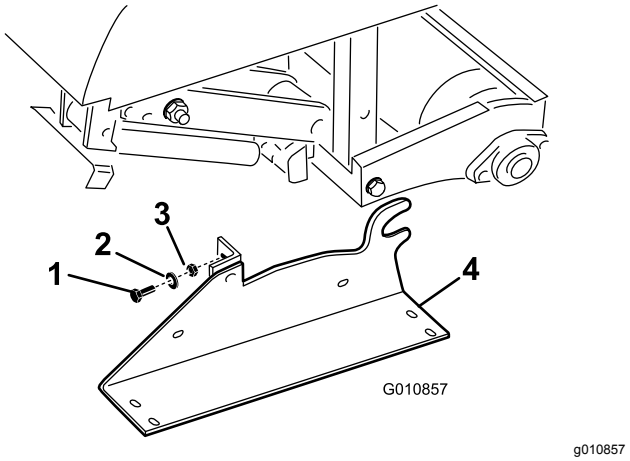

Figur 33
2. Ta bort de skruvar, låsbrickor och muttrar som fäster förvaringsstöden på varje sida av luftaren (Figur 33).